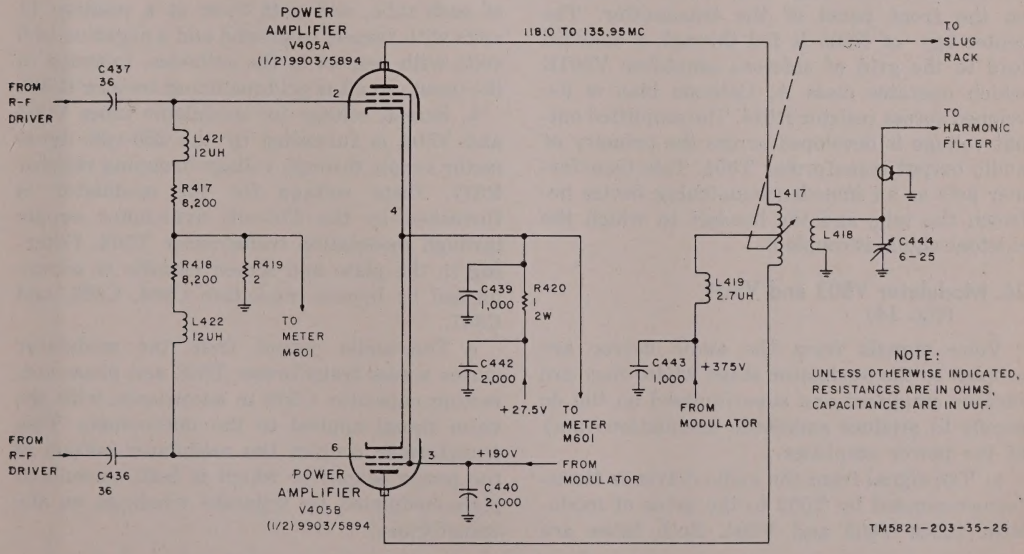

Figure 12. Power amplifier V405, simplified schematic diagram.
24. Power Amplifier V405 (fig. 12)